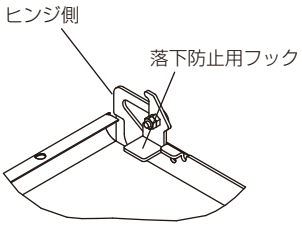

図18
①サービスパネルのヒンジ側の落下防止用フックを図18の方向にし、落下防止用ワイヤーのある方のピンに引掛ける。